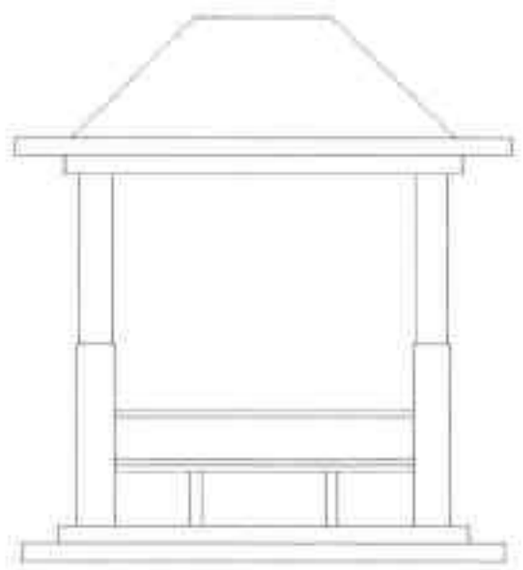

图20-26 修剪图形
Step 14 执行“修剪”命令，修剪图形，再删除多余线条，如图 20-26 所示。